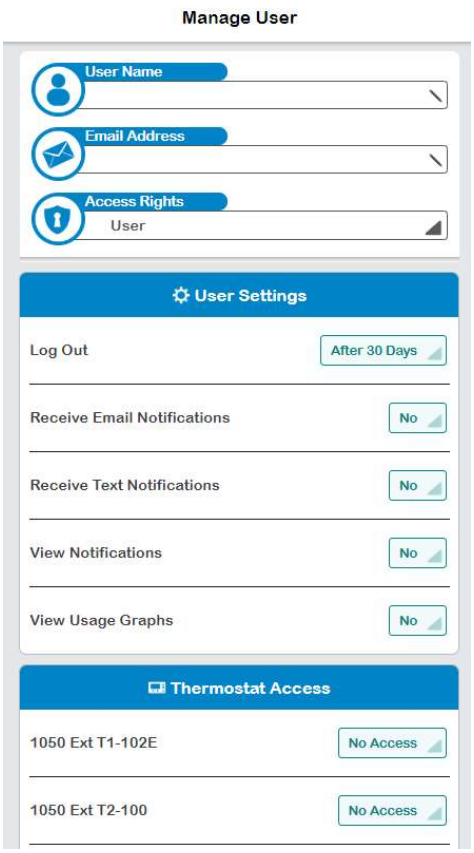

Figure 10: New User Page
- To add a new user, just assign them a username and give them access to specific thermostats (see Figure 10).